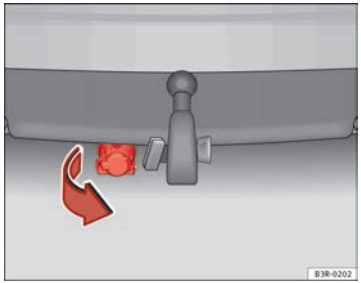

Abb. 161 Hinterer Stoßfänger: Anhängersteckdose nach unten schwenken
– Klappen Sie die Steckdose unter dem Stoßfänger nach unten, um die Kabel des Anhängers anzuschließen ⇒ Abb. 161.